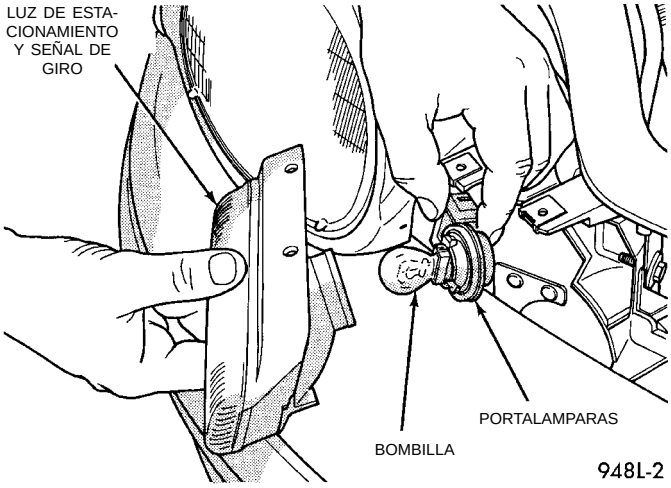

Fig. 3 Luz de estacionamiento y señal de giro
(1) Desenganche el pestillo del capó y abra el capó.
(2) Retire los tornillos que sostienen la luz en el módulo de faros (Fig. 3).